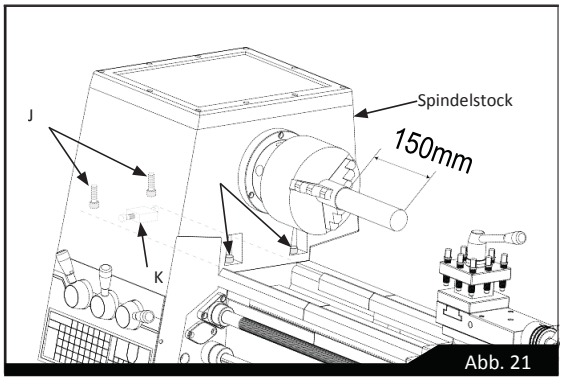

Abb. 21
Sollten die abgelesenen Messwerte voneinander abweichen, zur Korrektur die in Abb. 21 gezeigten vier Spindelstockbefestigungsschrauben (J) lösen und das Einstellelement (K) unter dem Spindelstock entsprechend verstellen. Anschließend alle Schrauben anziehen. Nach dem Einstellvorgang die Probebearbeitung, die Messwertablesung und das Justieren so lange wiederholen, bis die Mikrometeranzeigewerte identisch sind und damit sichergestellt ist, dass bei der Bearbeitung mit der Maschine absolute Parallelität gegeben ist.